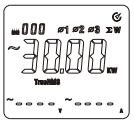

rys. 7-7
* Aby wyświetlić moc sumaryczną całego odbiornika, naciśnij ponownie przycisk SELEKT (patrz rys. 7-7).